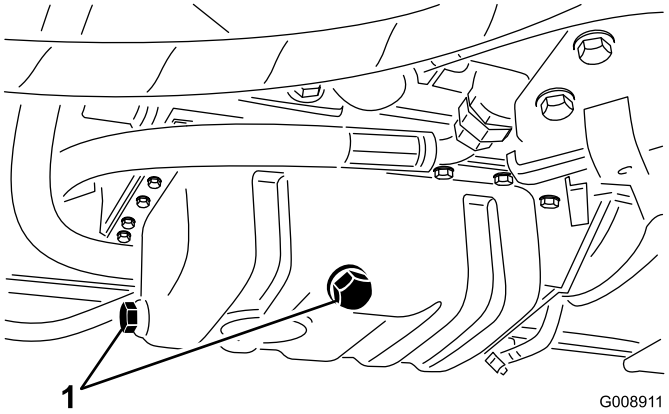

Figur 47
1. Afmonter en af aftapningspropperne (Figur 47), og lad olien løbe ned i en dræningsbakke. Sæt aftapningsproppen på igen, når olien holder op med at løbe.